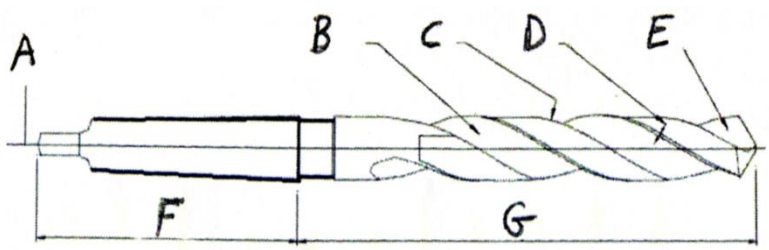

FIGUUR 3
9.1 Benoem die verskillende dele van 'n tapse HSS-boor wat in FIGUUR 3 hier onder A tot G gemerk is deur slegs die antwoord langs die letter (A–G) in die ANTWOORDBOEK te skryf.